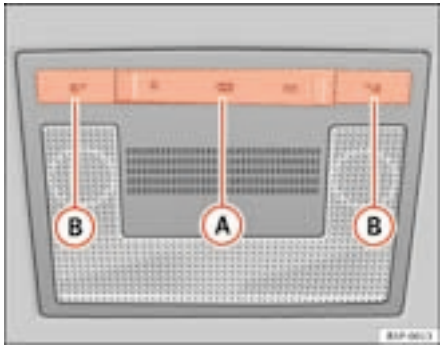

Fig. 77 Interior roof lining: front passenger compartment lighting
The switch (A) ⇒ fig. 77 is used to select the following positions:
Push the switch to the position O ⇒ fig. 77.